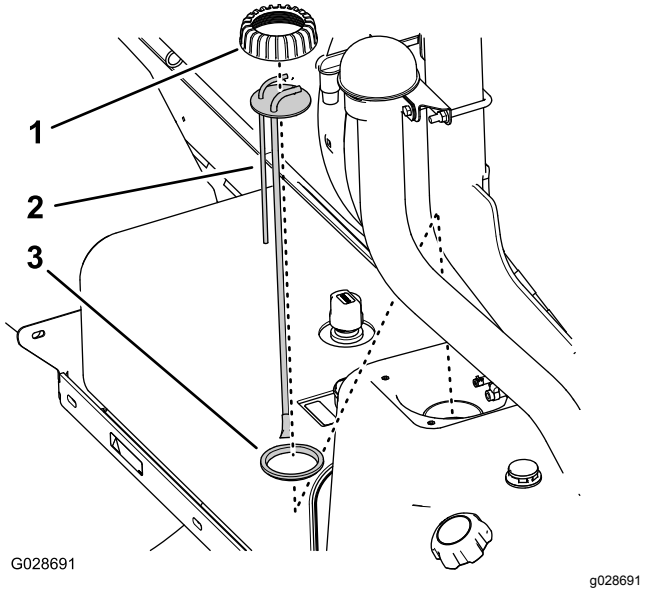

Figuur 77
5. Draai de dop van de standpijp linksom om de dop te verwijderen (Figuur 77).
6. Til de standpijp/brandstofvlotter van de brandstoftank (Figuur 77).
1. Plaats de dop van de standpijp op de standpijp, en de standpijp op de afdichting (Figuur 77).
2. Lijn de dop, standpijp en afdichting uit met de tank en breng de nieuwe standpijp voorzichtig in de brandstoftank (Figuur 77).
3. Schroef de dop op de vulbuis van de brandstoftank en draai de dop handmatig vast (Figuur 77).